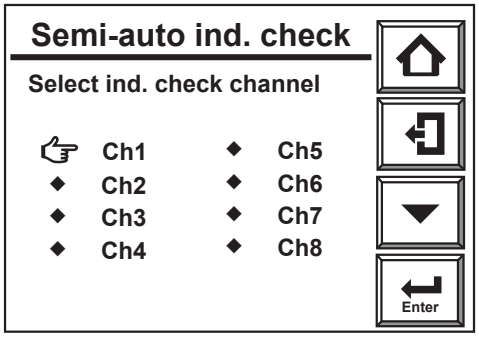

Figure 10.20 Channel Select Display
2) Select [Semi-auto ind. check]. The channel select display of Figure 10.20 is displayed.